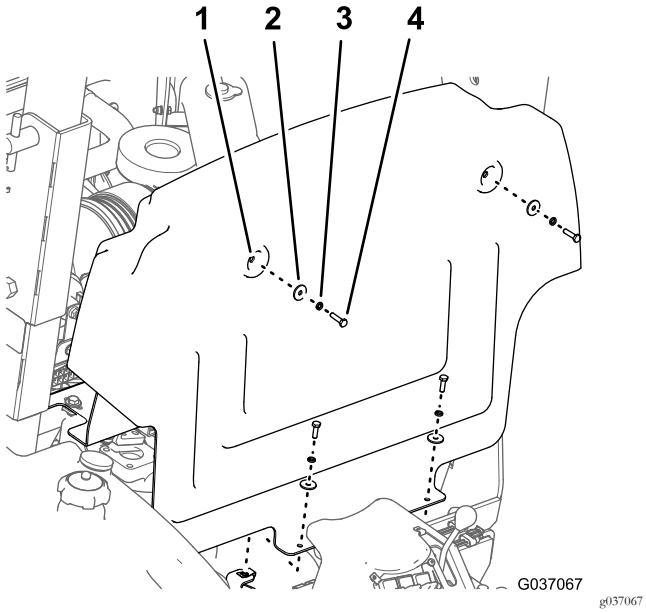

Figure 28
1. Remove the 4 bolts (6 x 25 mm), 4 lock washers (6 mm), and 4 flat washers (6 mm) that secure the bulkhead panel to the chassis of the machine (Figure 28).
2. Move the panel up and forward, and remove the it from the machine (Figure 28).
1. Align the 4 holes in the bulkhead panel with the 4 clip nuts on the chassis; refer to Figure 28.
2. Secure the bulkhead panel to the chassis of the machine with the 4 bolts, 4 lock washers, and 4 flat washers; refer to Figure 28.